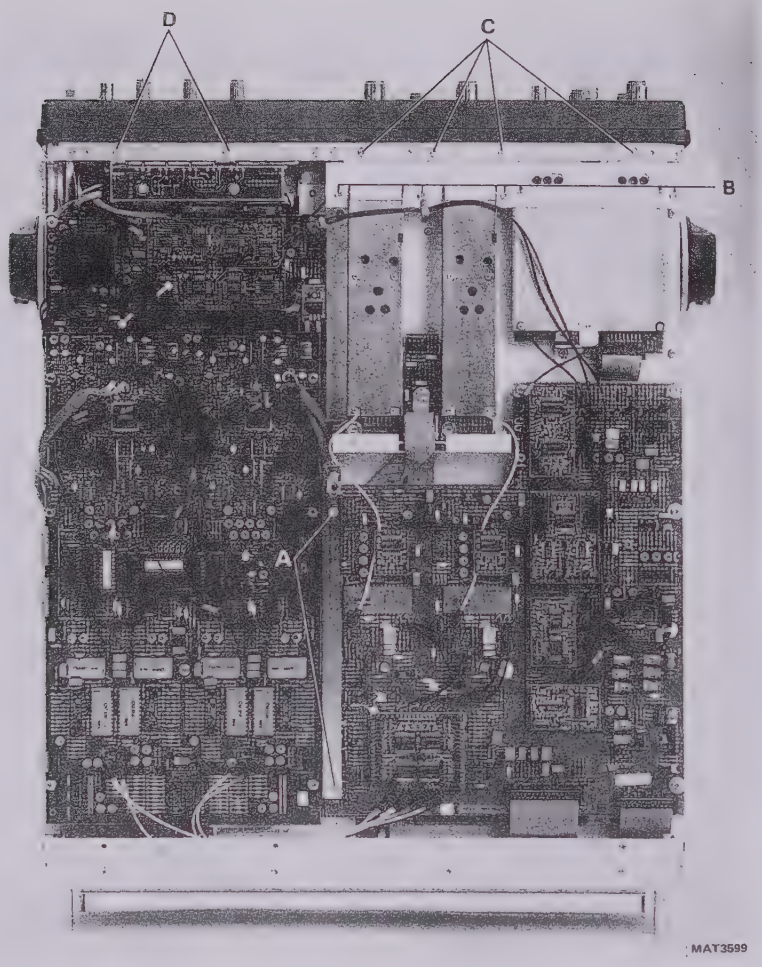

Figure 10.4 Bottom side of the oscilloscope.
The vertical signal unit can be turned up as follows (see figure 10.4):
The P^2CCD unit can be turned up as follows (see figure 10.4):
- Remove 2 screws marked with A in figure 10.4 and remove the profile.
- Remove 6 screws marked with B in figure 10.4.
- Slacken 4 screws marked with C in figure 10.4.
- The BNC-socket can be separated together with the tube and the probe detection contact from the bracket with a special tool that fits on the slotted nut (4) of the tube. More information about this tool is given in section 13.3.1. Together with the removal of the tube the separate parts 2,3 and 4 can be taken apart.
- If you want to separate the HF (11) and LF (7) p.c.b.´s, it is necessary to remove the glass reed switches from their coils. For this purpose the bracket with the input capacitors (5) must be unsoldered from the reed relays. After this the other side of the reed relay can be unsoldered from the HF-p.c.b. and it can be slided out of the coil. Also the resistor between the bracket and the LF-p.c.b. must be unsoldered at the LF-p.c.b. Now the hardware (4x) that fixes the HF and LF p.c.b. together (9,8,12) can be removed and the HF-p.c.b. (11) with its four shielding cans (10) can be slided out of the reed relay coils (6) on the LF-p.c.b. (7).
- Remove 2 screws on the front profile marked with D (see figure 10.4) and pull the unit backwards.